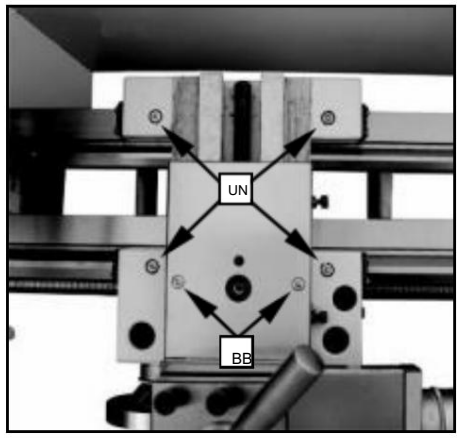

Fig. 36
2. Desserrez la vis moletée (B, Fig. 36) et ouvrez les doigts coulissants (C, Fig. 31) jusqu'à ce que la lunette puisse être déplacée avec son doigt autour de la pièce. Fixez la lunette en position.
Lubrifiez les quatre orifices d'huile (A, Fig. 36) avec de l'huile machine 20W une fois par jour.
Lubrifiez les deux orifices d'huile (B , Fig. 36) avec de l'huile machine 20W une fois par jour.